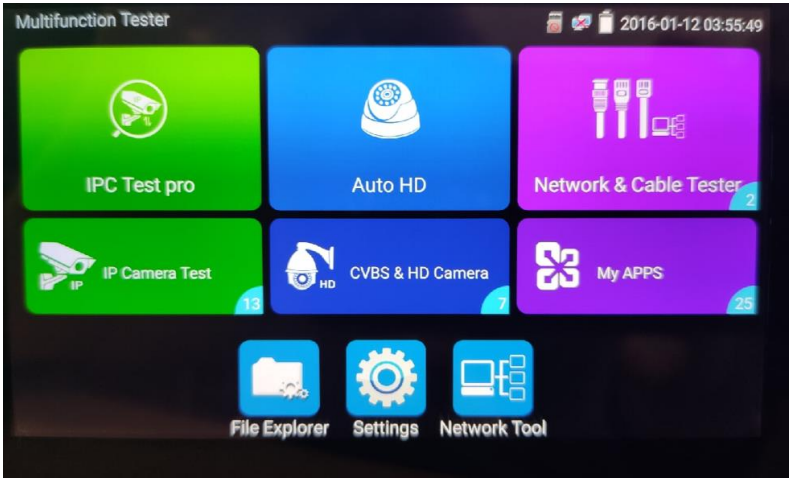

Рис. 5 Раздел с приложениями для просмотра изображения с AHD/TVI/CVI или CVBS видеокамеры
3) Зайдите в раздел CVBS & HD Camera (рис. 5) или нажмите на иконку AutoHD. В папке CVBS & HD Camera вы сможете выбрать необходимое приложение для просмотра изображения с видеокамеры (CVI, AHD, TVI, HD CVBS) или приложение AutoHD (универсальный мультиформатный вариант приложения)